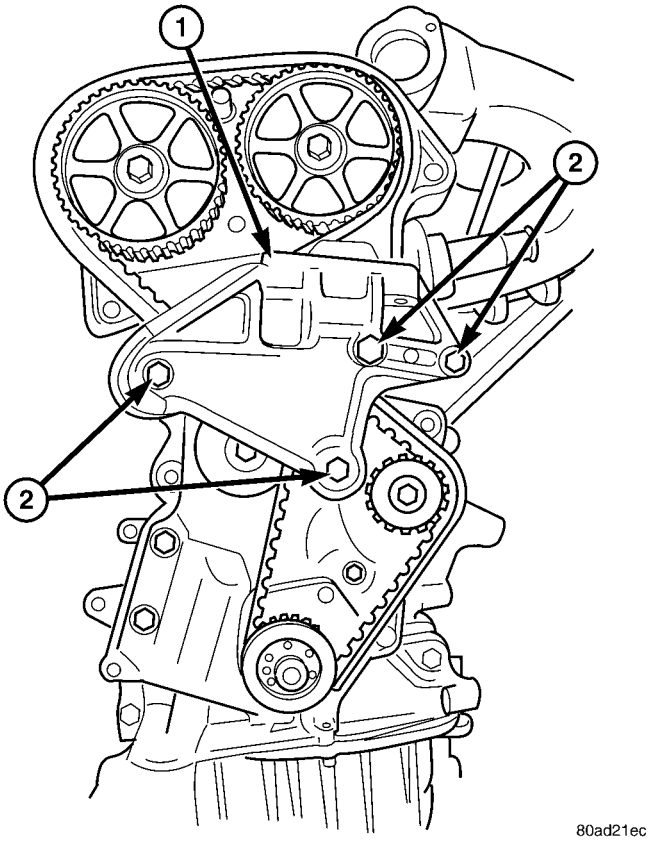
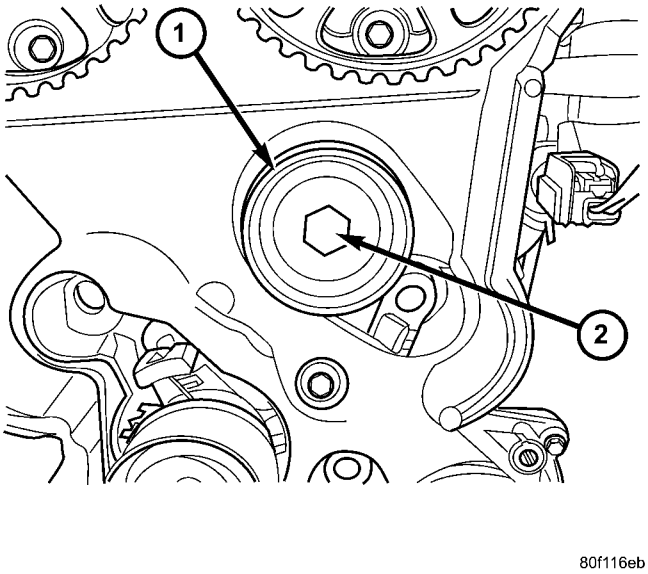

Fig. 115 Engine Mount Bracket
Fig. 117 Timing Belt Idler Pulley
(1) Remove front covers.
(2) Remove engine mount bracket (Fig. 115).
(5) Remove timing belt idler pulley (Fig. 117).
(3) Install timing belt idler pulley and tighten mounting bolt to 61 N·m (45 ft. lbs.) (Fig. 117).
(4) Install timing belt (Refer to 9 - ENGINE/VALVE TIMING/TIMING BELT AND SPROCKETS - INSTALLATION).
(5) Install engine mount bracket and tighten bolts to 61 N·m (45 ft. lbs.) (Fig. 115).
(6) Install front covers.